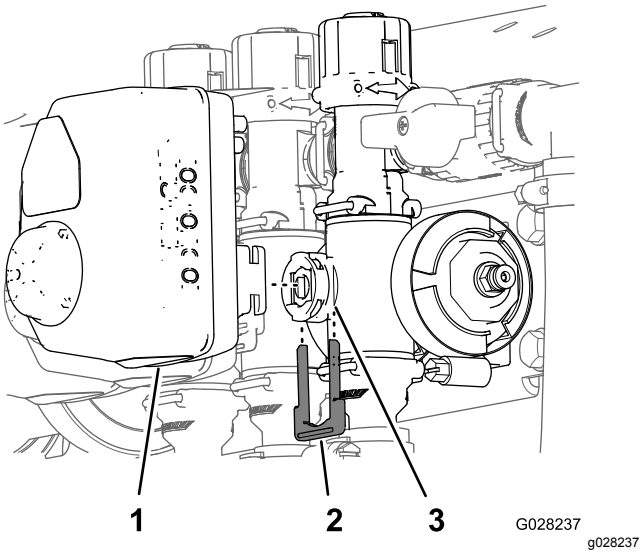

**Rysunek 61**
3. Wyjmij element ustalający siłownika mocujący go do rozgałęźnika zaworu regulacji dawki, mieszania, nadrzędnego sterowania zraszaniem lub sekcji wysięgnika (Rysunek 61).